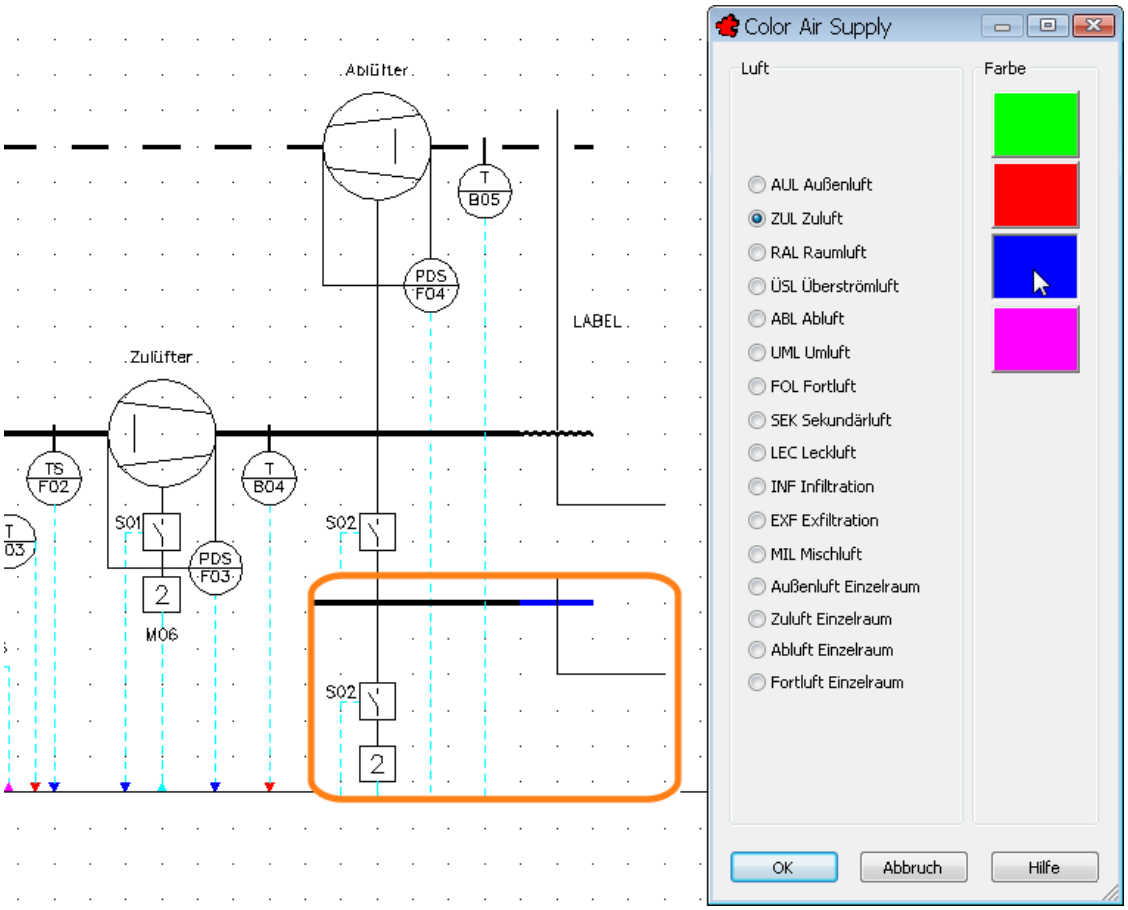

Bild 6.3 – Der Zuluftkanal wird Blau eingefärbt.
- Ein Rechtsklick ruft die Farbauswahl auf (Abb. 6.3).